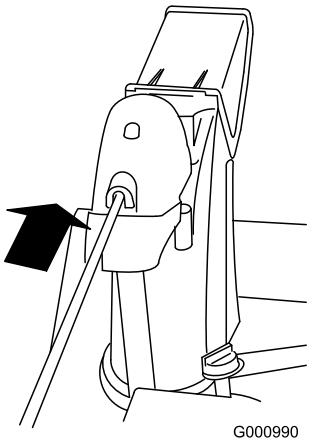

Figur 16
4. Sæt stangens forende ind i åbningen bag på sliskegeardækslet, indtil den går ind i sliskegearet (Figur 16).